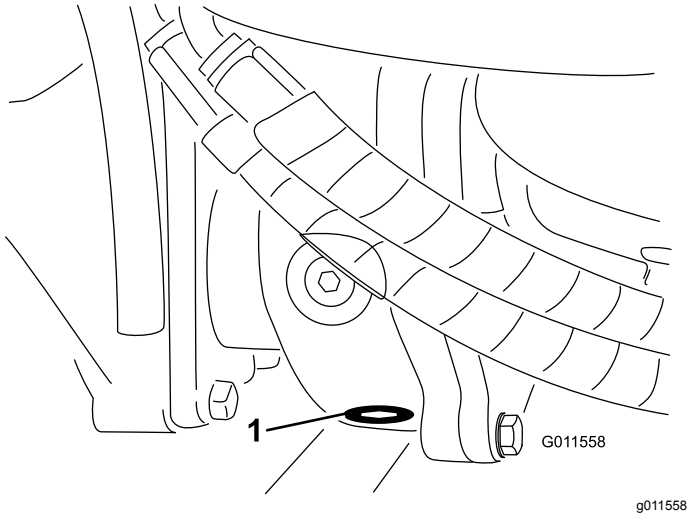

Figuur 60
5. Reinig de omgeving van de aftapplug op de bodem van de tandwielkast (Figuur 60).